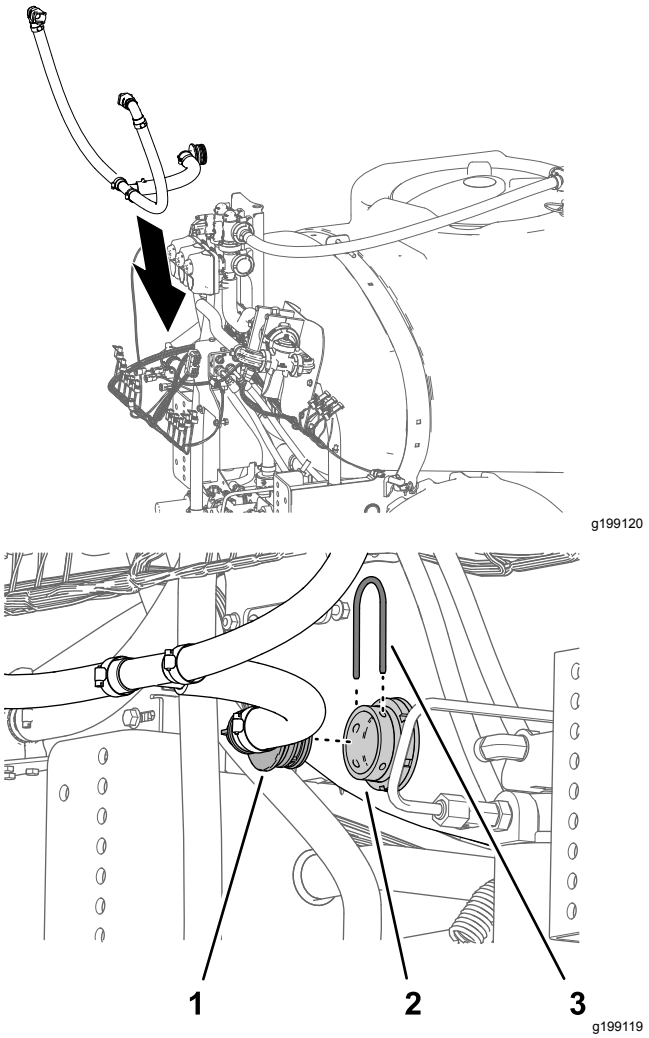

Figur 92
1. Innrett omløpsslangeenheten til spredertanken (Figur 92).